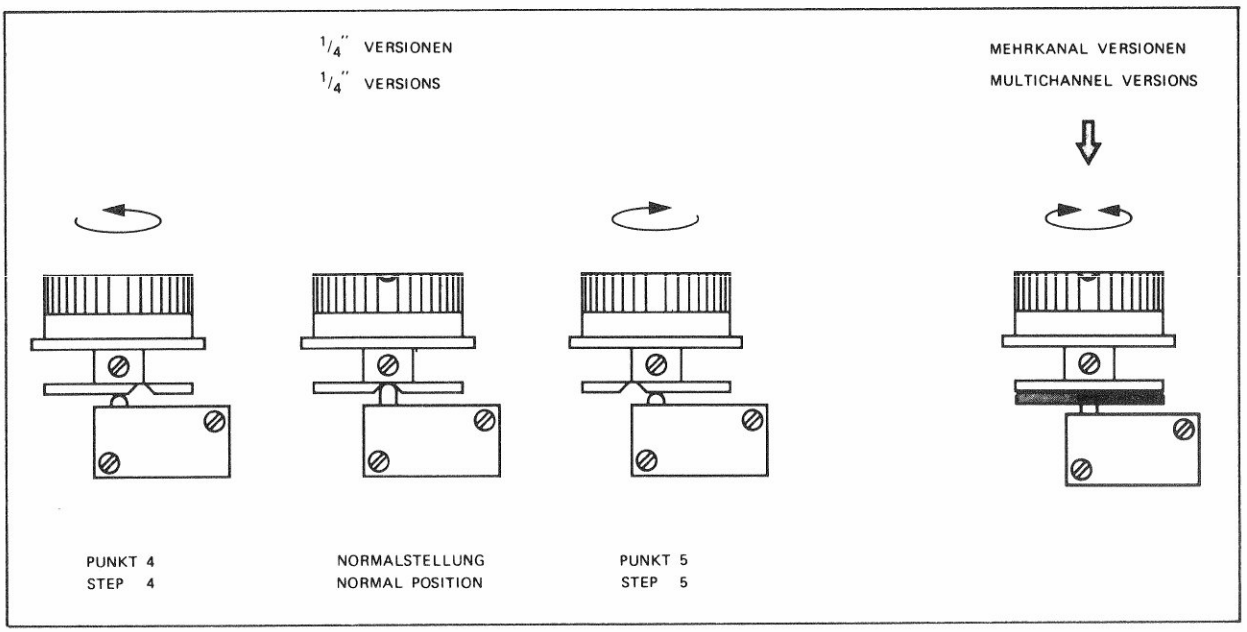

Fig. 9
4. Taste EDIT drücken. Den EDIT Regler im Gegenuhrzeigersinn aus der Normalstellung drehen, bis der Microschalter schaltet (siehe Punkt 4 Fig. 9).Potentiometer R73 so voreinstellen bis sich die beiden Markierungen auf der rechten Bandzugwaage decken.
6. Den EDIT-Regler im Uhrzeigersinn drehen bis der Microswitch schaltet. (Siehe Punkt 5 Fig. 9). Mit Potentiometer CUT R73 (R6) so abgleichen bis Band ganz langsam nach rechts läuft. Punkt 5 und 6 beeinflussen sich gegenseitig. Beide Vorgänge wiederholen bis Optimum erreicht ist. (Siehe unter 7)
4. Press pushbutton EDIT. Turn the edit control knob ccw just far enough out of its center position to activate the microswitch (see step 4, fig. 9).
6. Turn EDIT knob in clockwise direction until the microswitch reacts. (See step 5 in Fig. 9) Adjust potentiometer CUT R73 (R6) so, that the tape moves very slowly to the right side. The adjustments 5 and 6 influence each other. Therefore repeat step 5 and 6 until you reach a satisfactory adjustment (See also step 7).
3. Taste EDIT drücken. Während den Einstellarbeiten unter Punkt 4, 5 und 6 den EDIT-Regler in Mittelstellung drücken. (Siehe Fig. 9 Bild ganz rechts aussen).
3. Select the EDIT key and depress the EDIT control knob in its middle position during the alignment procedure mentioned under step 4, 5 and 6. (See fig. 9 , picture on the extreme right-hand side.